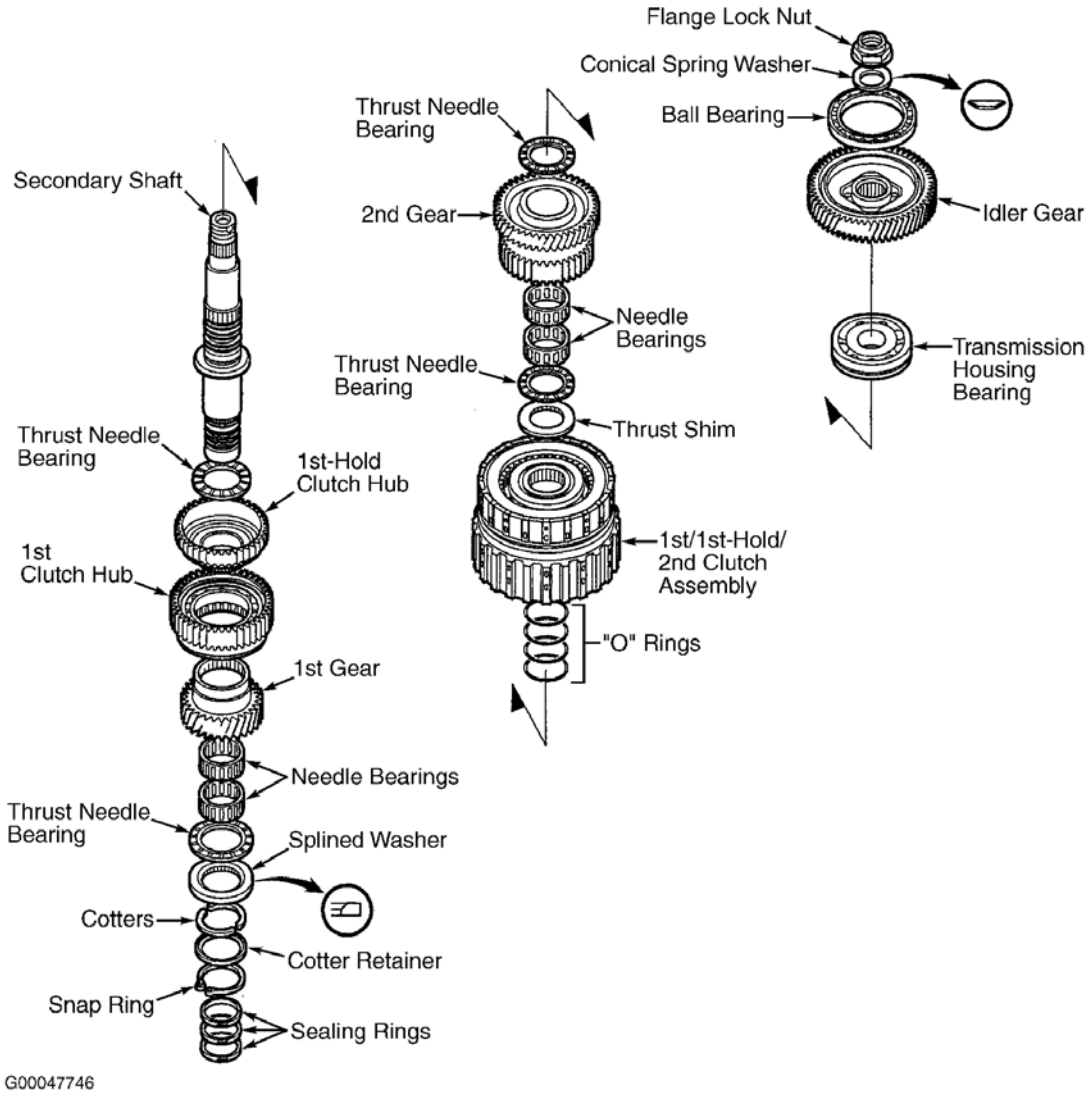

Fig. 41: Exploded View Of Secondary Shaft
1. Remove the lock nut, and disassemble the shaft and gears. See **Fig. 41** .
7. Assemble the 1st/1st-hold/2nd clutch assembly, 37 x 55 mm thrust washer, thrust needle bearing, needle bearings, 2nd gear, thrust needle bearing, and 27 x 47 x 5 mm thrust washer (removed from mainshaft) on the secondary shaft sub-assembly. See **Fig. 41** .
2. Install the conical spring washer and splined washer in the direction shown. See **Fig. 41** .